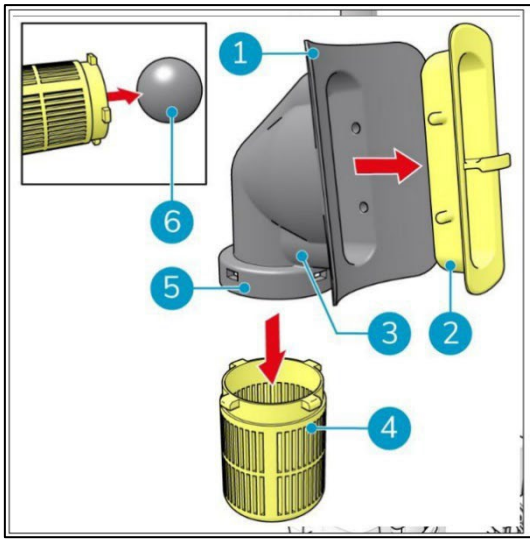

Figure 27
8. Pull the support frame (Figure 27, pos 2) out of the rubber housing (Figure 27, pos 3). To do this, bend the rubber flaps (Figure 27, pos 1) outwards to release the 4 nocks of the support frame.
9. Pull the float ball housing (Figure 27, pos 4) out of the rubber housing. To do this, bend the rubber ring (Figure 27, pos 5) outwards to release the 4 nocks of the float ball housing.
10. The floating ball (Figure 27, pos 6) comes out